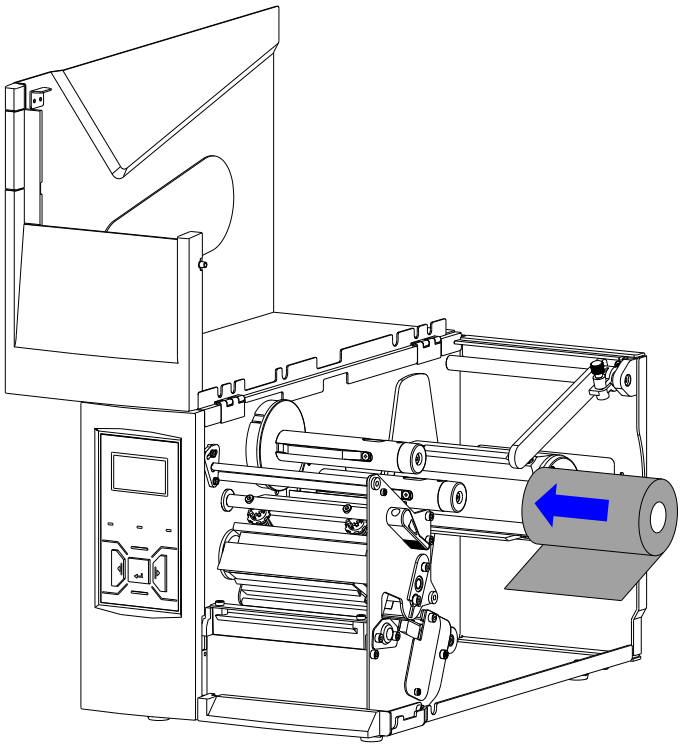

Figure 2-9 Load Ribbon Roll
4. Place the ribbon roll on the Ribbon Supply Spindle, see Figure 2-9. Make sure that the ribbon roll is firmly pushed against the Stop Plate.